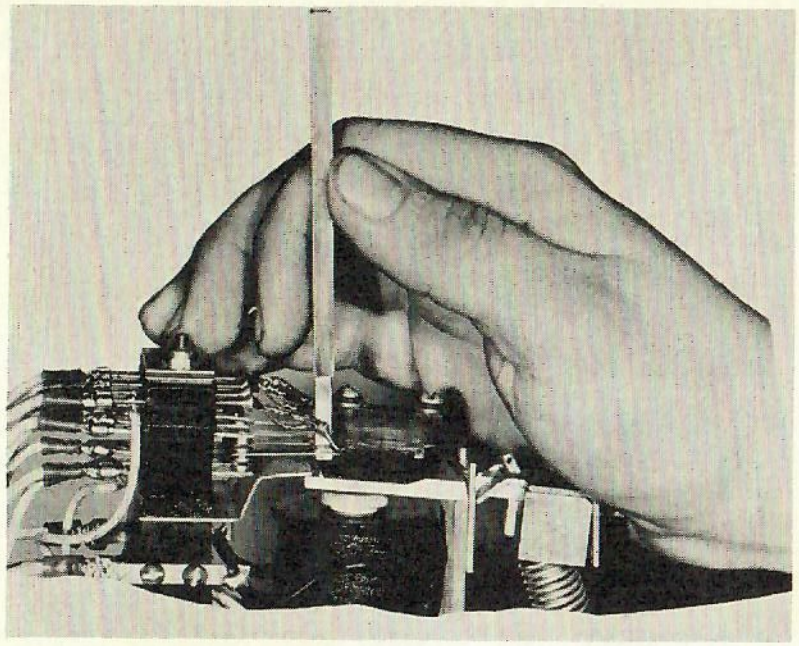

Fig. 18-20
(1) Use 0.032-inch diameter wire as a feeler gage to measure contact-tip gap. Close armature to check gap of normally-closed contacts.
(2) Place the 0.032-inch diameter wire between armature stop and armature (relay open) and bend stationary contacts (normally closed) until they just touch the movable contacts - Fig. 18-20.
(3) Place the 0.032-inch diameter wire between the armature and the core (near top of core) and close armature. Bend stationary contacts (normally open) to just touch movable contacts.